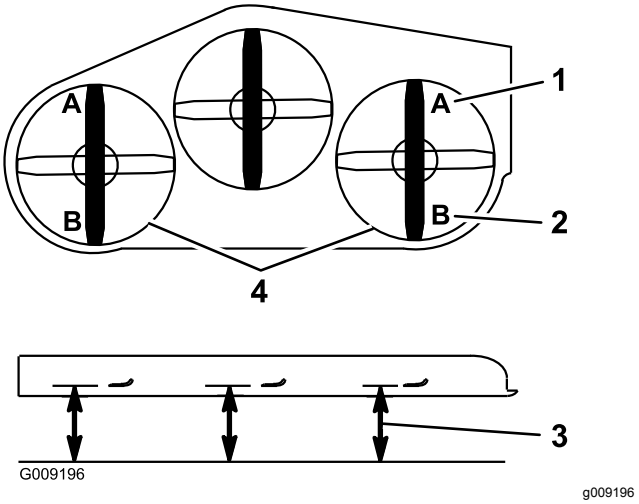

Figur 94
9. Mål fra den plane overflade til skæreknivens forreste spids (position A) på begge sider af skjoldet som vist i (Figur 94).
16. Mål fra den plane overflade til skæreknivens bageste spids på begge sider af skjoldet (position B) som vist i Figur 94.